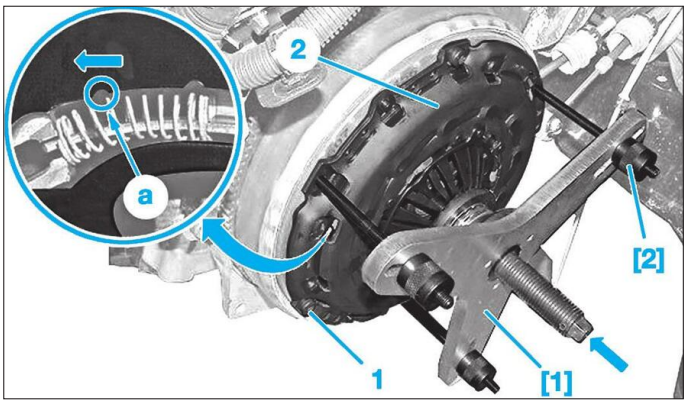
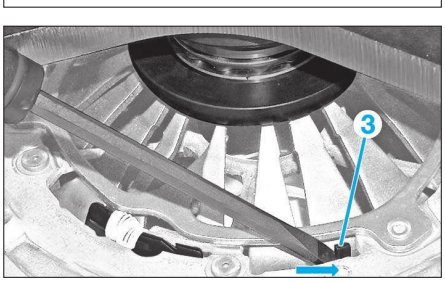

Fig. 5
Fig. 6
• Déposer les trois vis de fixation (une vis sur deux) pour positionner les outils [1] et [2] sur le mécanisme d'embrayage **(Fig.5)**.
• Déposer les vis restantes (1) du mécanisme d'embrayage.
• Déposer le mécanisme (2) puis le disque d'embrayage.
• Reposer le mécanisme d'embrayage (2) sans le disque d'embrayage **(Fig.5)**.
• Positionner les outils [1] et [2] sur le mécanisme d'embrayage (2).
• Visser les trois tiges de maintien [2] à la place des vis (1).
• Visser la vis centrale de l'outil pour comprimer le mécanisme d'embrayage (2).
• Maintenir les ressorts de rattrapage de jeu comprimés en exerçant une poussée sur l'index (3) **(Fig.6)** puis dévisser de quelques tours la vis (flèche) de l'outil [1] pour détendre le mécanisme d'embrayage **(Fig.5)**.
• Reposer les vis (1).
• Dévisser de quelques tours la vis (flèche) de l'outil [1] pour détendre le mécanisme d'embrayage **(Fig.5)**
• Dévisser de quelques tours la vis (flèche) de l'outil [1] pour détendre le mécanisme d'embrayage **(Fig.5)**.